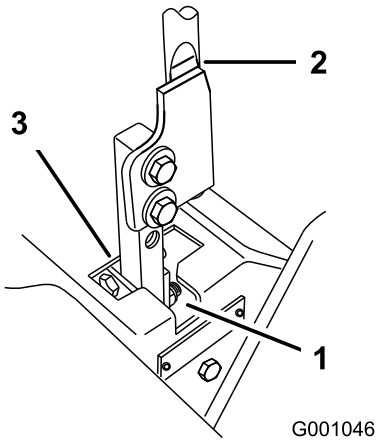

Figur 70
5. Flytta spaken till neutralläget, men lås inte fast den (Figur 70).
6. Dra spaken bakåt tills sprintbulten (på armen nedanför den vridbara axeln) kommer i kontakt med spårets ände (så att den precis börjar tryckbelasta fjädern) (Figur 70).
7. Kontrollera var rörelsereglaget står i relation till spåret i konsolen (Figur 70). Det ska vara centrerat så att reglaget kan vridas utåt mot det neutrala låsläget.